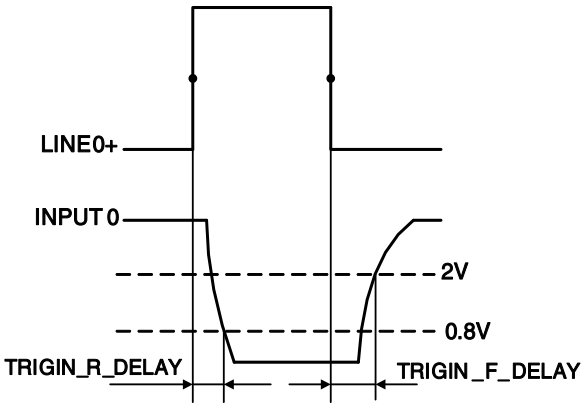

Figure 7-4 Parameter of opto-isolated input circuit
- Total delay time of rising edge: <50μs (0°C~45°C), parameter description as shown in Figure 7-4
- Total delay time of falling edge: <50μs (0°C~45°C), parameter description as shown in Figure 7-4
- Input rising time delay: <2μs (0°C~45°C), parameter description as shown in Figure 7-4
- Input falling time delay: <2μs (0°C~45°C), parameter description as shown in Figure 7-4